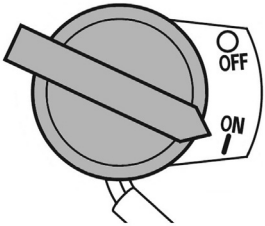

Рис. 15 Выключатель зажигания
5. Выключатель зажигания переведите в положение «ON» (ВКЛЮЧЕНО) (Рис. 15).
При возникновении аварийной ситуации, для экстренной остановки двигателя мотопомпы переведите выключатель зажигания двигателя в положение «OFF» (ВЫКЛЮЧЕНО) (Рис. 15).
3. Переведите выключатель зажигания в положение «OFF» (ВЫКЛЮЧЕНО) (Рис. 15).